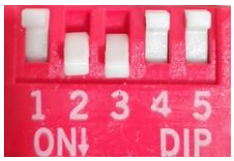

图 6.46 外部航模 PWM 闭环拨码开关设置
- 将拨码开关设置为 SW2=ON（选择闭环运行模式），SW3= ON，SW4= OFF，SW5= OFF（选择外部航模 PWM 控制方式），如图 6.46。